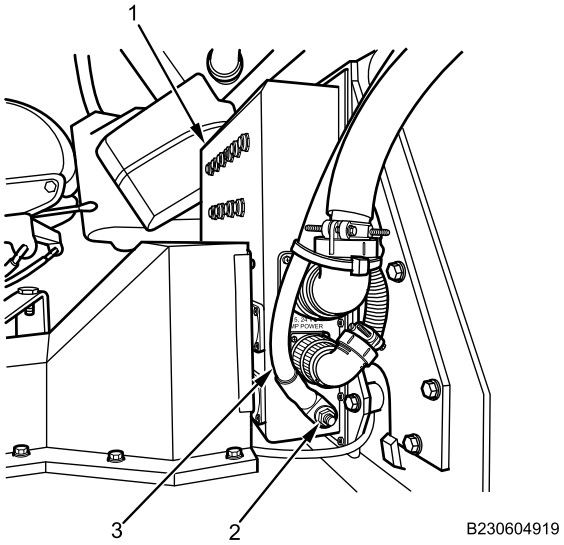

Figure 3. PDM Ground Connection.
1. Position PDM ground cable (Figure 3, Item 3). Install nut (Figure 3, Item 2) to PDM (Figure 3, Item 1). Tighten nut securely.